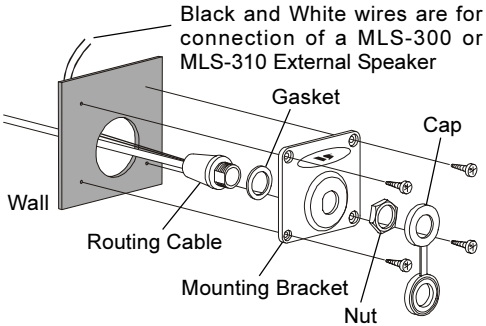

Figure 4
2. Referring to Figure 4, make a 1.2” (30 mm) hole in the wall, then insert the Routing Cable into this hole. Connect the Gasket and Mount Base to the Routing Cable Connector using the Nut.